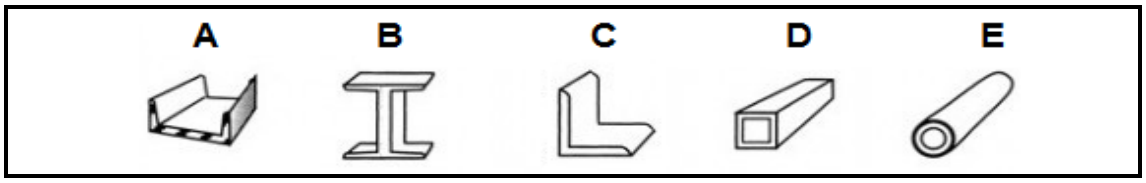

FIGURE 2 (5 × 1) (5)
2.1 FIGURE 2 shows different types of profiles. Name each type and write the answer next to the letter (A–E) in the ANSWER BOOK.